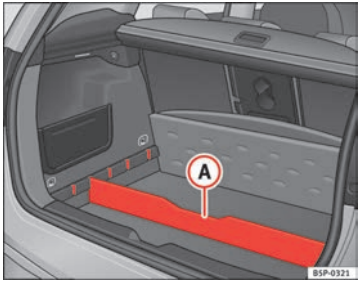

Fig. 108 Variable luggage compartment floor storage compartment
– Fit the separator (A) ⇒ fig. 108, into the side grooves depending on the size of the objects to be transported. The on-board tool kit and the spare wheel are located underneath the luggage compartment.